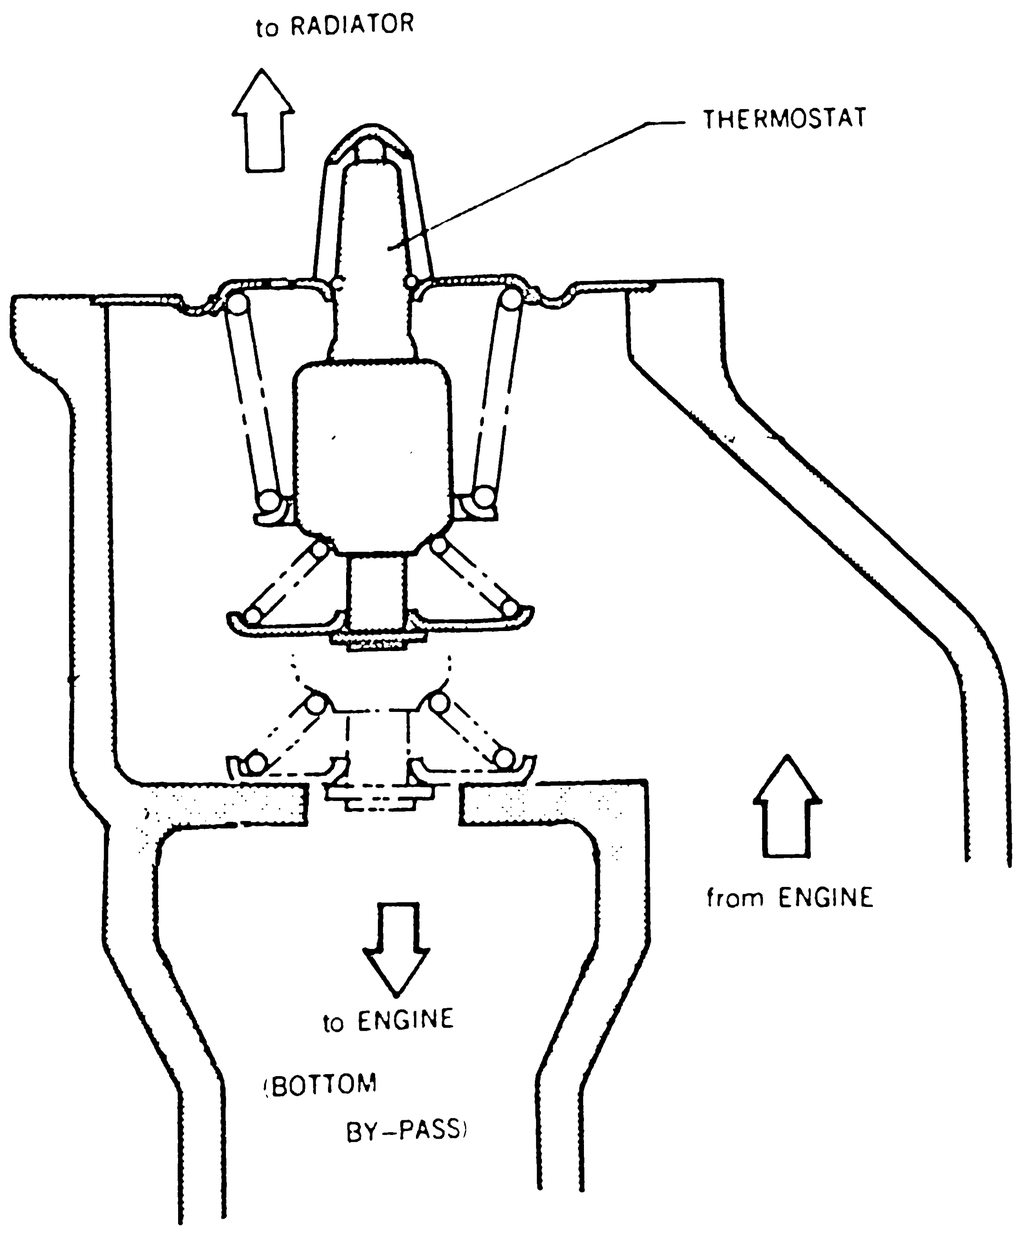

Fig. 3-5 Thermostat
- The thermostat operating temperature has been changed as shown in Fig. 3-5.